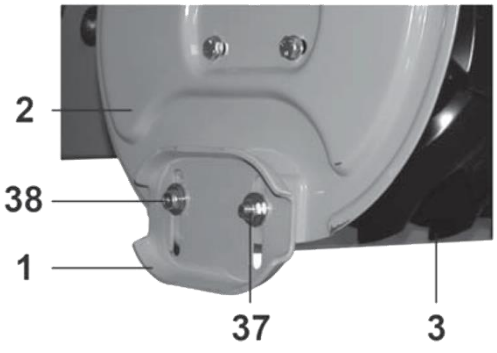

Рис. 13
6.7. Установка башмаков (Рис. 13).